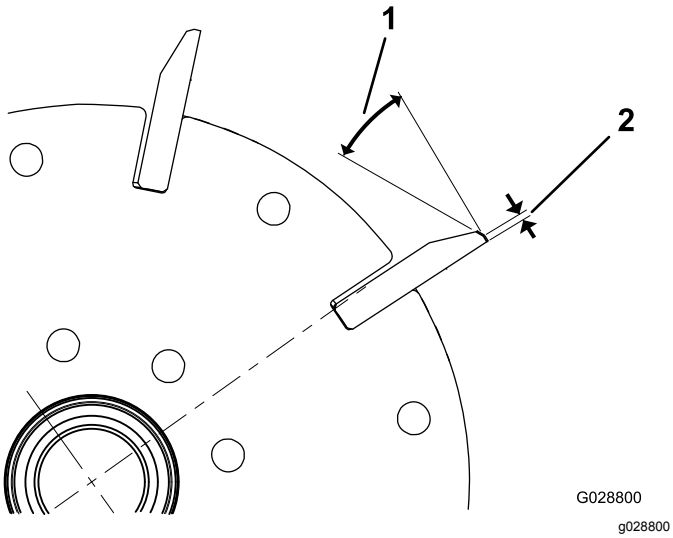

Figur 25
1. Foretag en 30 graders bagslibning på alle cylinderknive, indtil gængebredden er 1,3 mm (Figur 25.